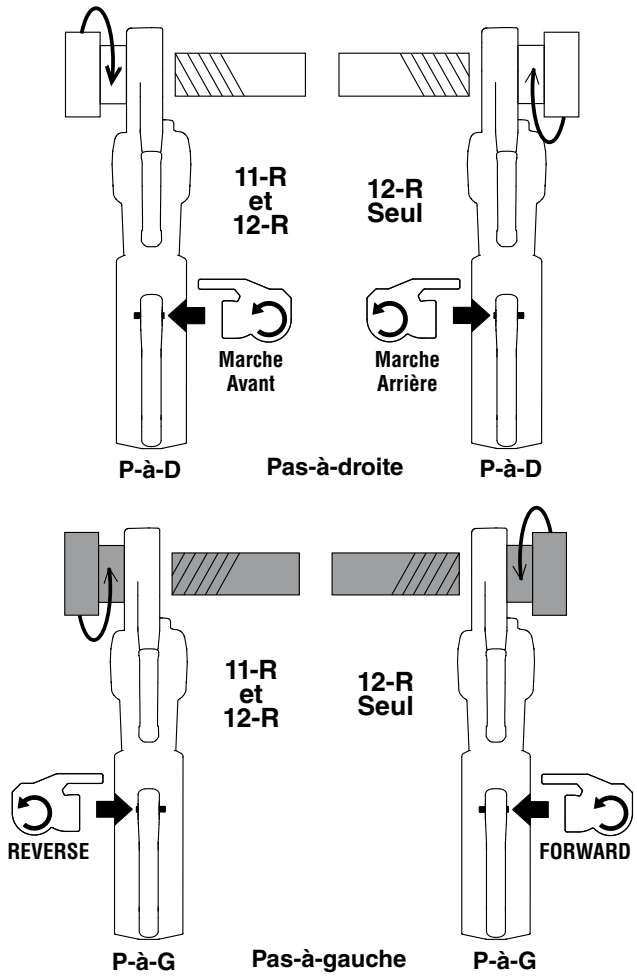

Figure 9 – Position de l'inverseur et orientation des têtes de filière
7. Utilisez l'inverseur marche avant/marche arrière du système d'entraînement pour déterminer le sens de filetage (pas-à-droite ou pas-à-gauche) voulu. *(Figure 9).*